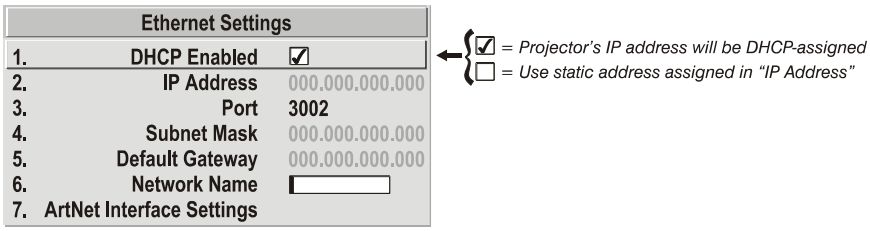

***Figure 2.14. Setting the Projector's IP Address***
**SETTING THE PROJECTOR'S IP ADDRESS**: Upon connection to most Ethernet networks, each projector's factory default IP address of 0.0.0.0 triggers the network's DHCP (Dynamic Host Configuration Protocol) server function to automatically assign an IP address that is valid and unique for use on that network. Depending on the network, this DHCP-assigned IP address usually remains stable for a single session, but may change with subsequent power-ups and login. On some networks, the address will remain stable from session to session. In all cases, the projector's IP address and port appear in the *Status* menu as well as the *Ethernet Settings* submenu. See Figure 2.14.